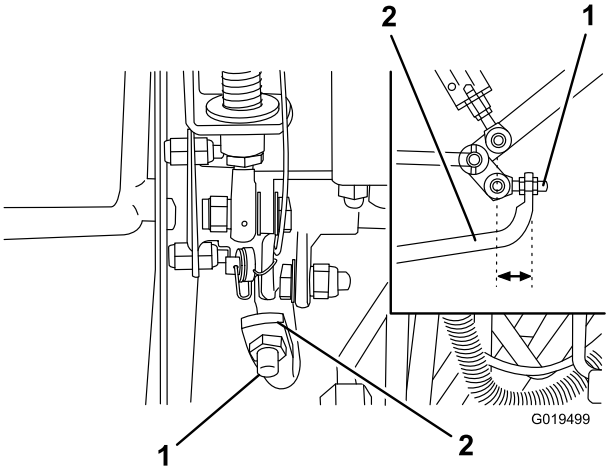

Bild 69
4. Stellen Sie die Bundmuttern am Pumpenstangenende ein, um die Pumpensteuerungsstange nach vorne zu verschieben, um ein Verschieben nach vorne zu vermeiden, oder um die Pumpensteuerungsstange nach hinten zu verschieben, um ein Verschieben nach hinten zu vermeiden (Bild 69).